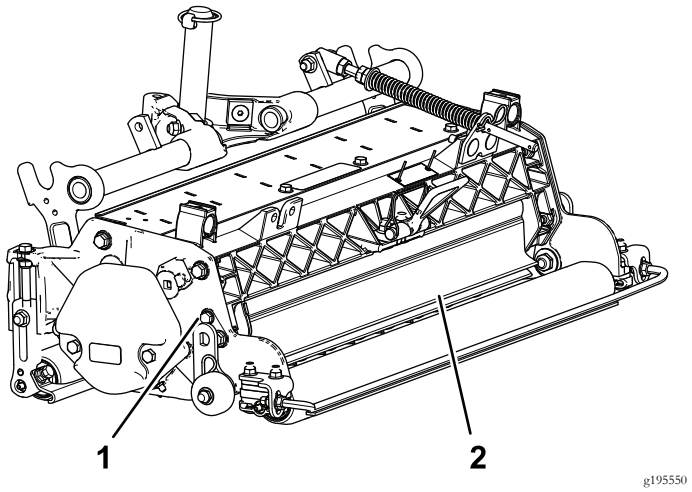

Figura 10
1. Allentate i bulloni dell'articolazione del carter dell'erba (Figura 10).
2. Sollevate il carter fino a portarlo nella posizione desiderata e serrate i bulloni (Figura 10).